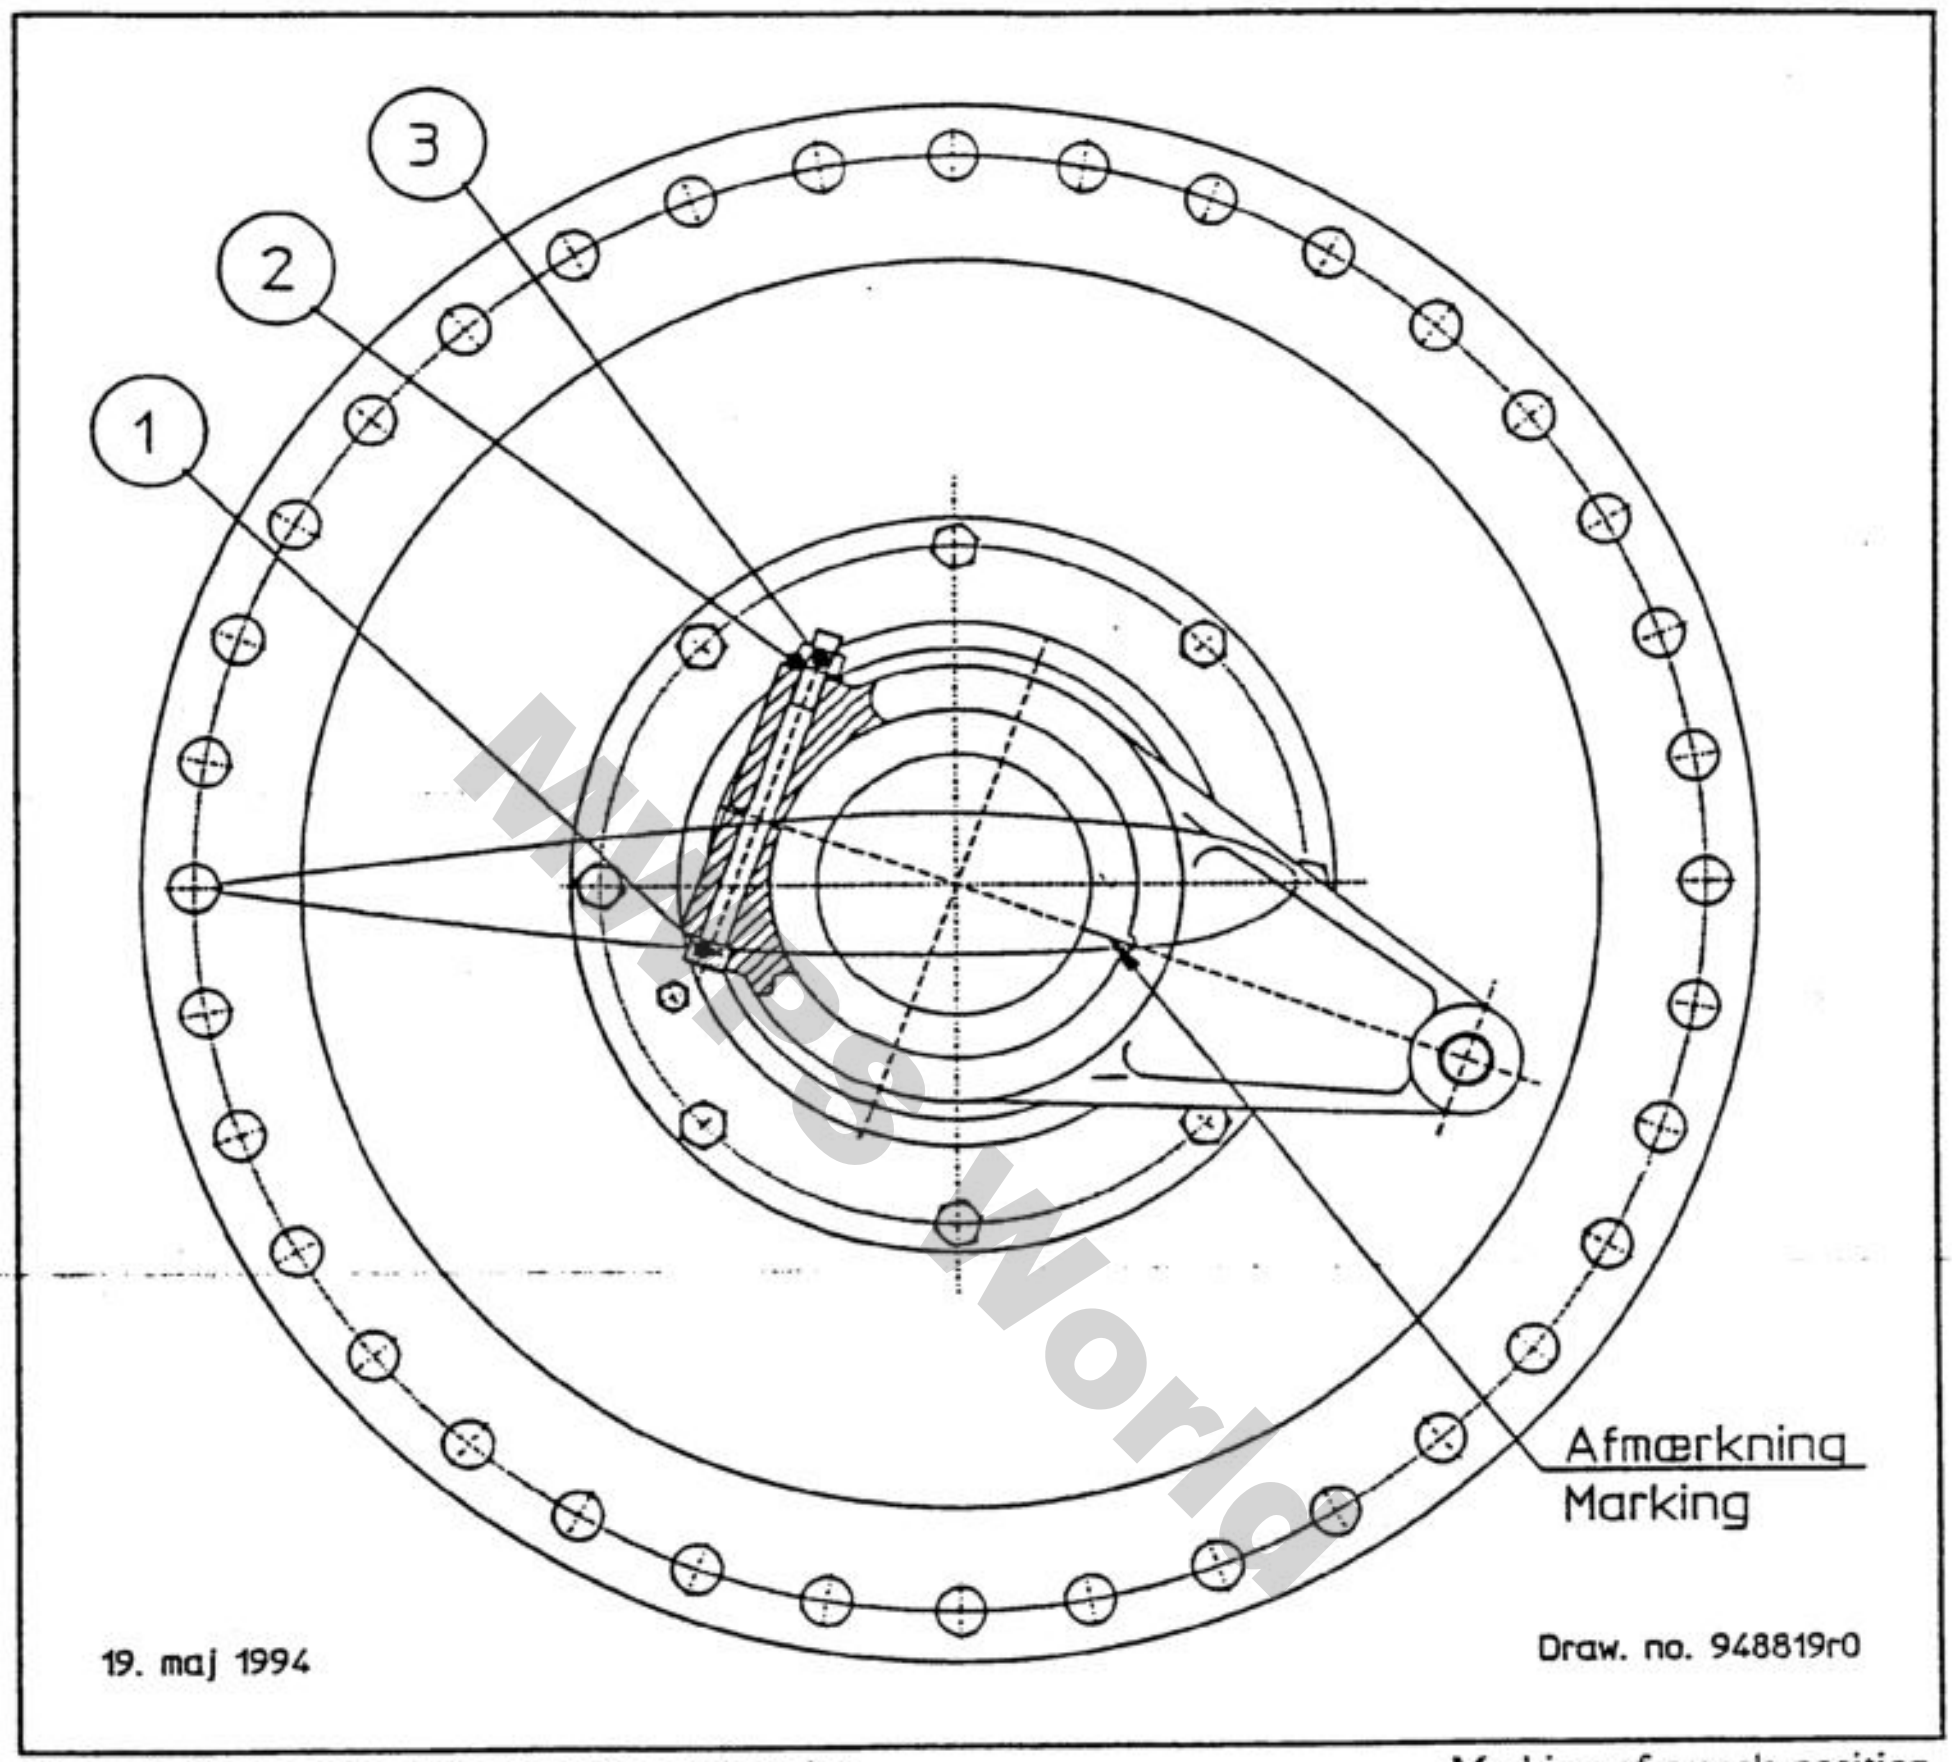

Figur 4 Opmærkning af momentarmsplacering. Marking of cranck position.
Boltene (Pos. 1, Figur 4) i momentarmen løsnes og slidsen udvides med en mejsel.
8.3 Opmærk placeringen af momentarmen i forhold til vingedornen med værktøj 732784 på enden af dornen som vist på Figur 4.